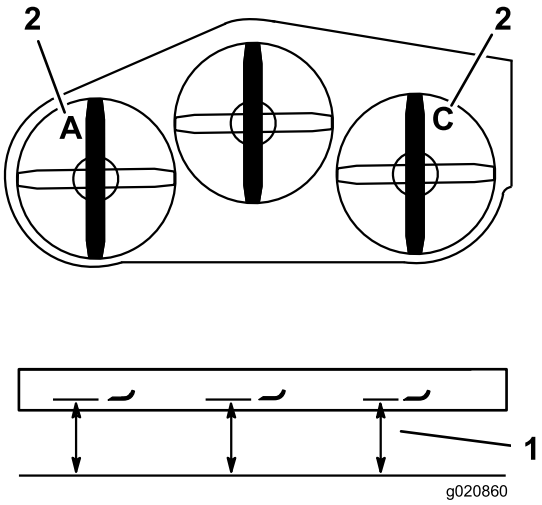

Figuur 86
3. Meet het linkermes bij punt **A**. Meet de afstand tussen een horizontaal oppervlak en de snijrand van het maaimes en noteer deze afstand (Figuur 86).
4. Meet het rechtermes bij punt **C**. Meet de afstand tussen een horizontaal oppervlak en de snijrand van het maaimes en noteer deze afstand (Figuur 86).
3. Meet het rechtermes bij punt **C**. Meet de afstand tussen een horizontaal oppervlak en de snijrand van het maaimes en noteer deze afstand (Figuur 86).